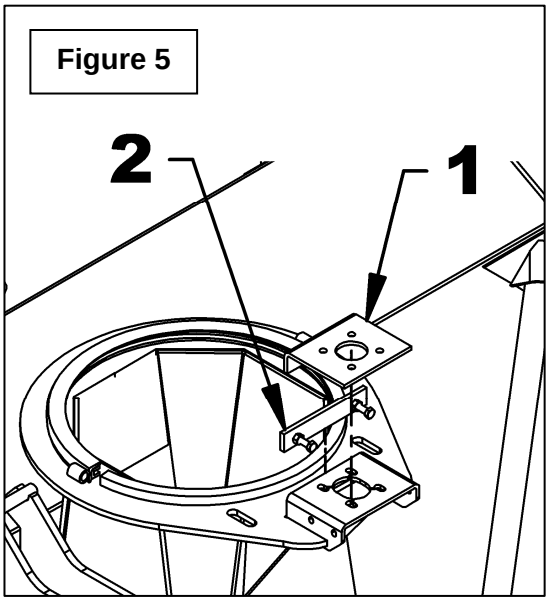

Figure 5
4. **Figure 5:** Remove the anchor plate (item 1) and the anchoring flat bar (item 2).